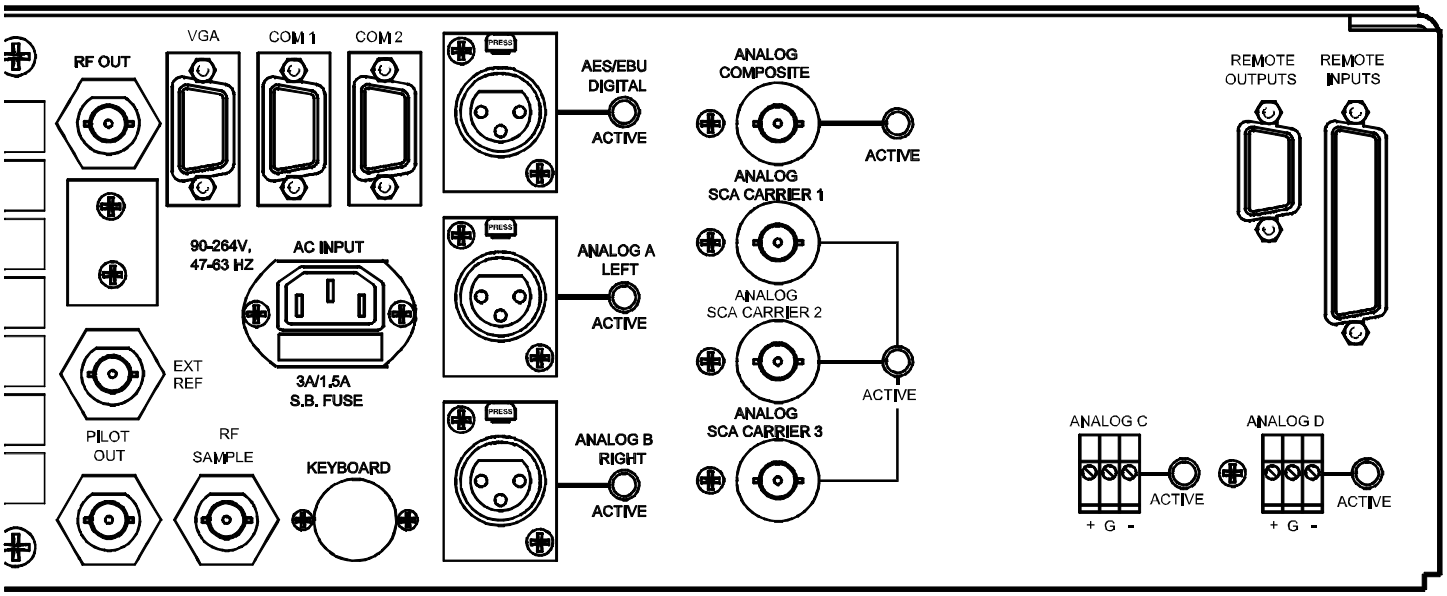

Figure 1, Rear Panel
a. Connect your SCA audio cable(s) to the SCA input on the exciter rear panel. Refer to Figure 1 on page 1-4 for location.
a. Connect the Composite output from the Audio Processor or STL to 802D1 Composite Input. Refer to Figure 1 on page 1-4 for location.
a. Connect your Left and Right audio channels to the Left and Right XLR connectors on the exciter rear panel. Refer to Figure 1 on page 1-4 for location.
a. Connect your AES/EBU audio cable to the AES/EBU XLR connector on the exciter rear panel. Refer to figure 1 on page 1-4 for location.
b. **Rear Panel:** (Refer to Page 1-4, Figure 1)